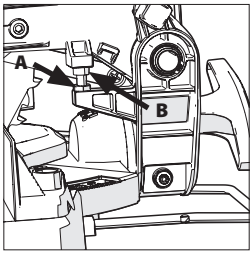

Рис. 12A + 12B
- Ослабьте контр-гайку на винте ограничения хода в направлении вниз с помощью гаечного ключа на 10 мм (не входит в комплект поставки) **(Рис. 12A)**.